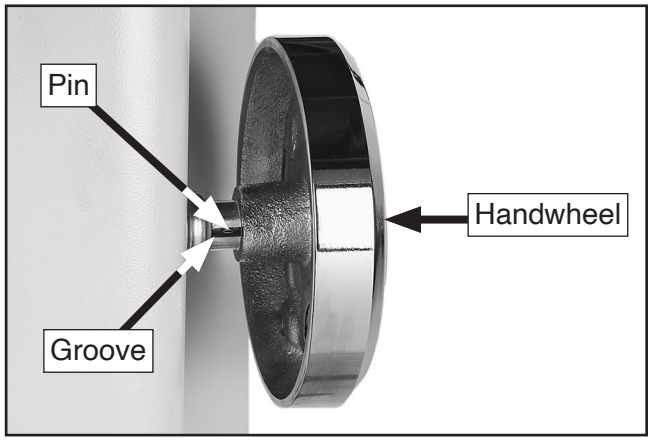

Figure 15. Handwheel installed on shaft pin.
2. Slide groove on back of each handwheel over handwheel shaft pin, as shown in **Figure 15**.